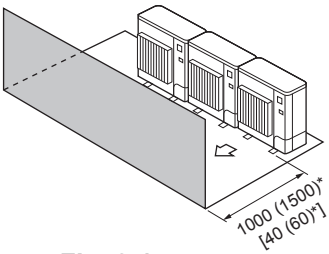

Fig. 2-14
③ Obstáculos sólo en la parte delantera (Fig. 2-14)